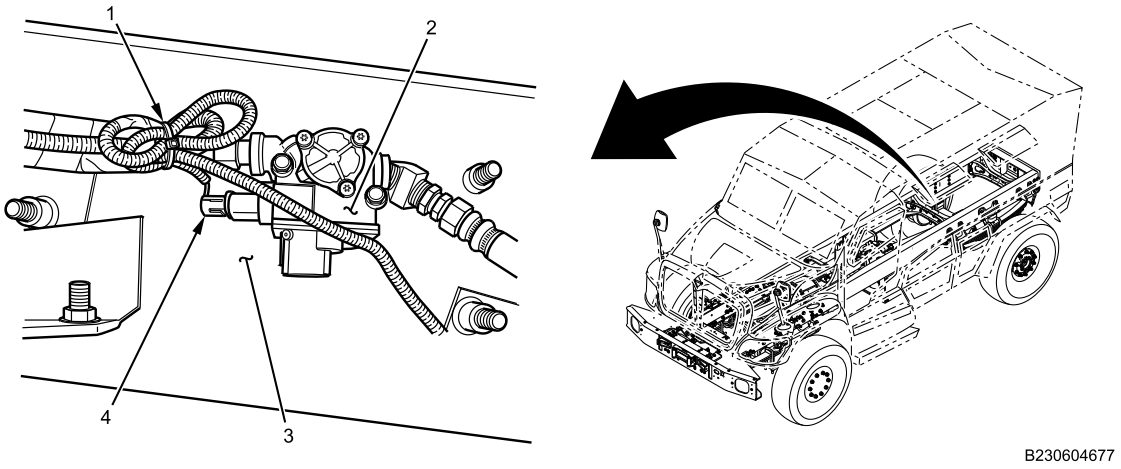

Figure 6. Right Modulator Valve.
10. Disconnect three-pin connector (Figure 6, Item 4) from modulator valve (Figure 6, Item 2) on right frame rail (Figure 6, Item 3).
11. Remove and discard cable lock strap (Figure 6, Item 1).